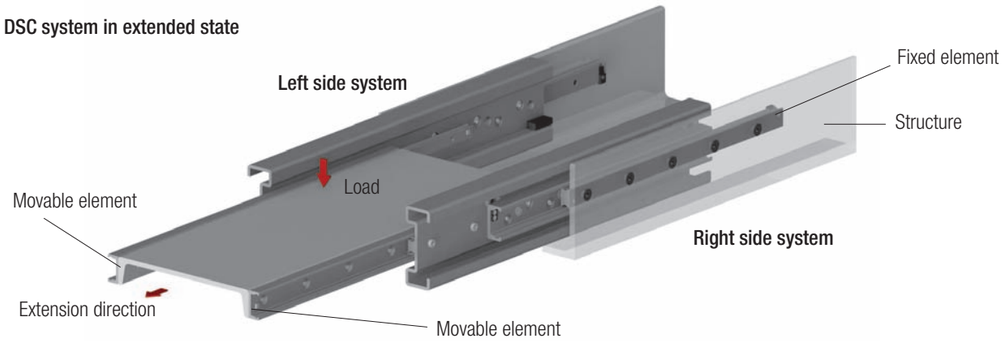

Fig. 80
- During installation make sure that the load is mounted on the movable element (see Fig. 80). Reverse installation will impair proper functioning.